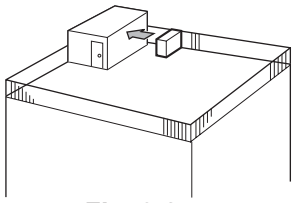

Fig. 3-2
① Coloque la salida de aire de frente a la pared más próxima a una distancia de unos 50 cm de ella. (Fig. 3-2)